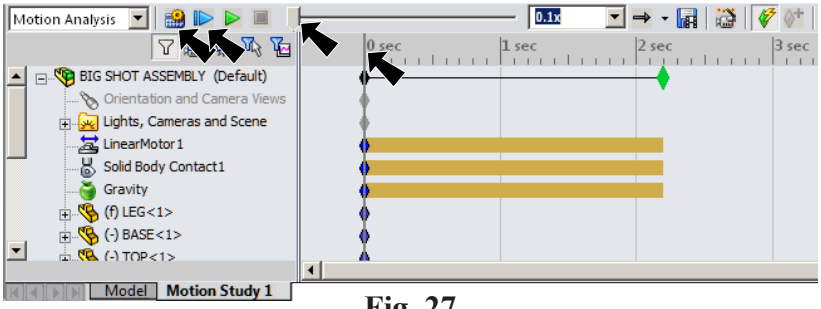

Fig. 27
Step 1. Click **Calculate** on the Motion Manager toolbar, **Fig. 27**.
Step 3. Click **Play from Start** on the Motion Manager toolbar, **Fig. 27**. The motor velocity of 65 in/s should score **500 points**!
Step 5. **Rewind Motion Study to 0 seconds.** To rewind, either **drag the Play Head** back to the beginning in the Motion Manager toolbar or **drag the Time Bar**, the gray vertical line back to 0 in the Timeline, **Fig. 27**. It's good practice to rewind before you make changes in the Timeline, otherwise you could create unwanted Keys.